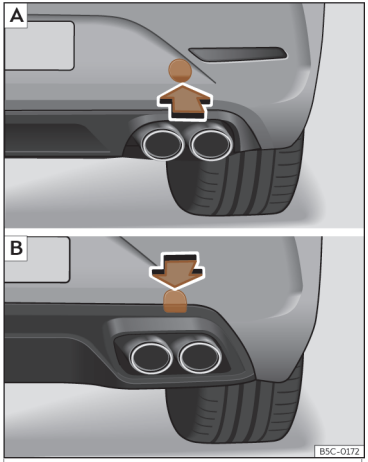

Fig. 49 Sul lato destro del paraurti posteriore: estrarre il coperchio. A Leon Sportstourer; B Leon.
L'alloggiamento dell'occhiello di traino avvitabile è situato sul lato destro del paraurti posteriore, dietro a un coperchio››› **fig. 49**.
- *Leon Sportstourer:* Per sbloccarlo, premere sulla parte inferiore del coperchio ››› **fig. 49** A. *Leon:* Per sbloccarlo, premere sulla parte superiore del coperchio››› **fig. 49** B.